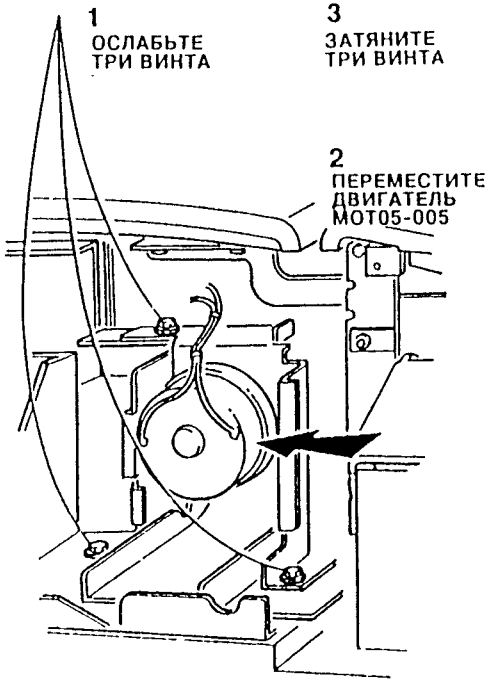

Рис. 1. Регулировка натяжения ремня привода ввода дуплексного автоподатчика оригиналов DADF
1. Отрегулируйте натяжение ремня привода ввода дуплексного автоподатчика оригиналов DADF, смещая для этого двигатель привода ввода MOT05-005 (смотрите Рис. 1).